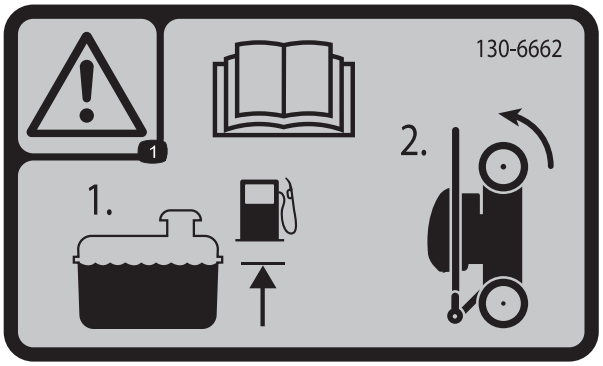

Figura 17
1. Assicuratevi che il livello di benzina all'interno del serbatoio non superi quello consigliato dal produttore del motore; fate riferimento all'adesivo applicato dal produttore direttamente sul motore (Figura 17).